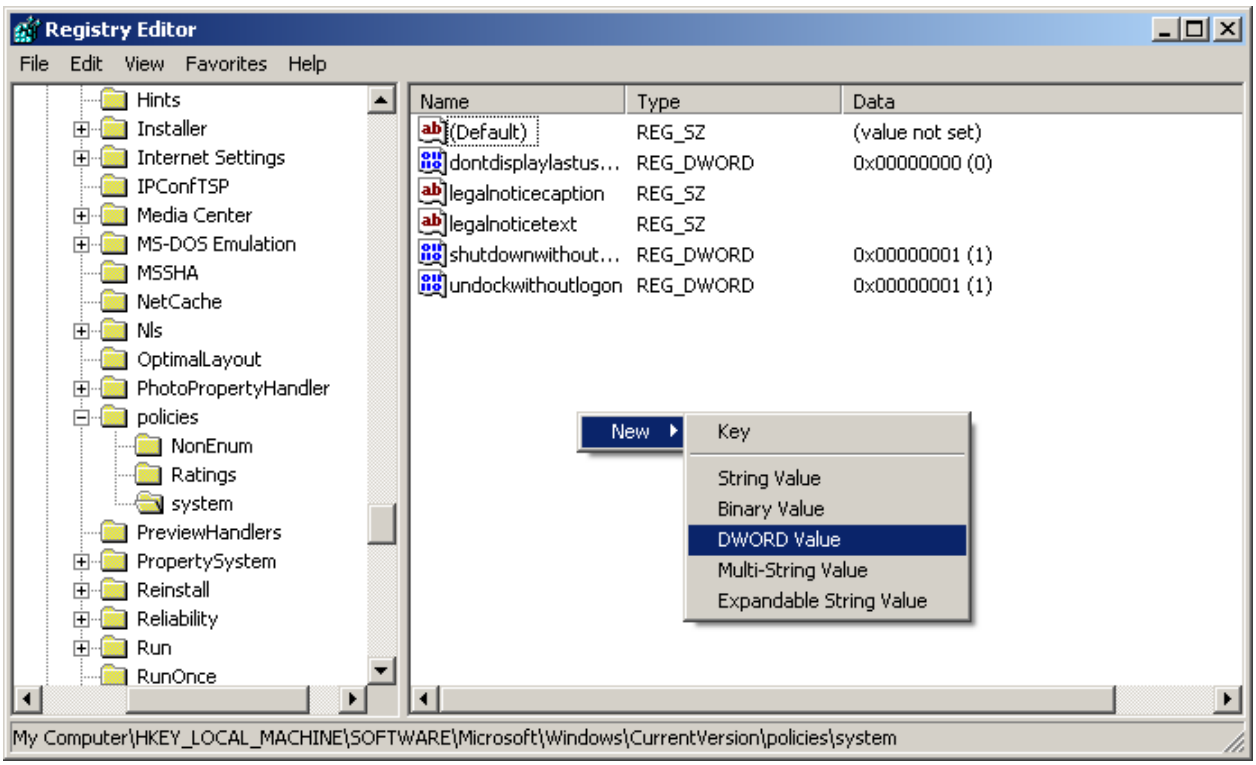

Figure 13.1-21 DWORD Value creation
2. Create new DWORD value (Figure 13.1-21).